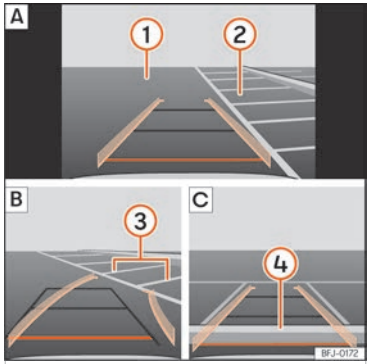

Fig. 147 Display on the infotainment system screen: parking with the reverse assistant.
Key to the ››› Fig. 147:
- Stop the vehicle in front of the parking space ››› Fig. 147 2 A.